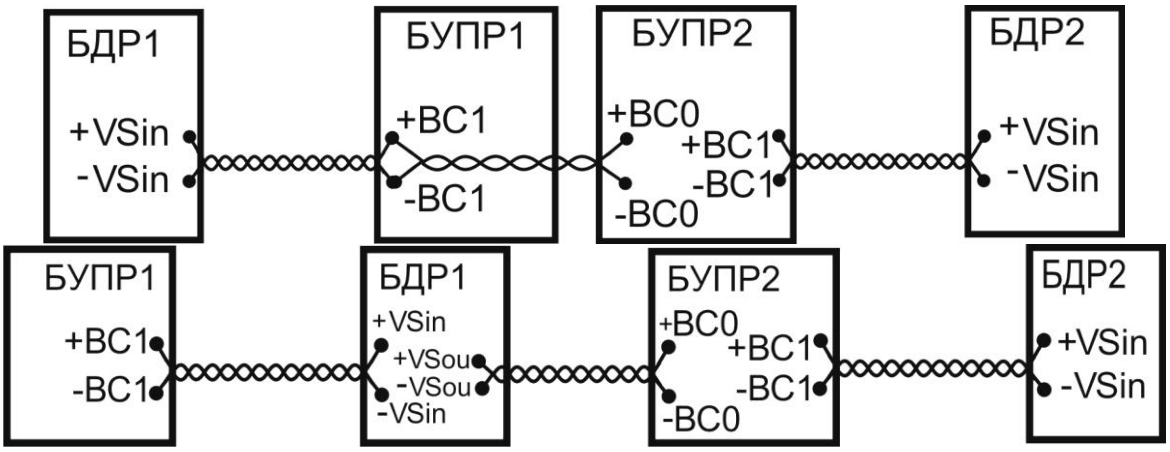

Рис. 6.12
6.2.6.6 При сильной засветке посторонними радиопередающими устройствами в дежурном режиме (о чем свидетельствует частые ложные тревоги), имеется возможность включения режима внешней синхронизации. При этом активный выход +BC1 (БУПР1) синхронизации БПРД1 ведущего извещателя подключается к входу (BC0) внешней синхронизации БУПР2 ведомого извещателя, независимо от того, где находится синхронизируемый БУПР2 вблизи смежного БПРД1 или БУПР1 (см. рис. 6.12), т. е. на любом конце активного провода (+VSou) синхронизации. Подключение должно также проводиться витой парой с проводом –Uп.
10.6.4 При модификации «С» добавить соединения (см. рис. 6.12.).